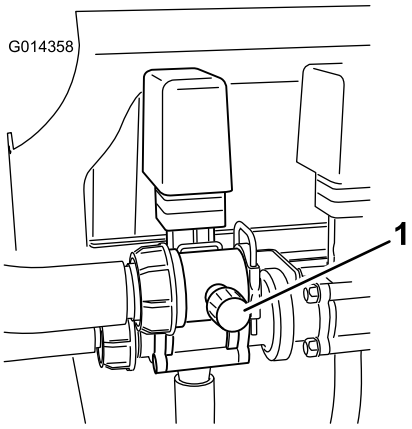

**Figur 18**
9. Indstil omrøringsomløbsventilen (Figur 18) på bagsiden af omrøringsventilen, indtil trykmåleren står på 6,89 bar.